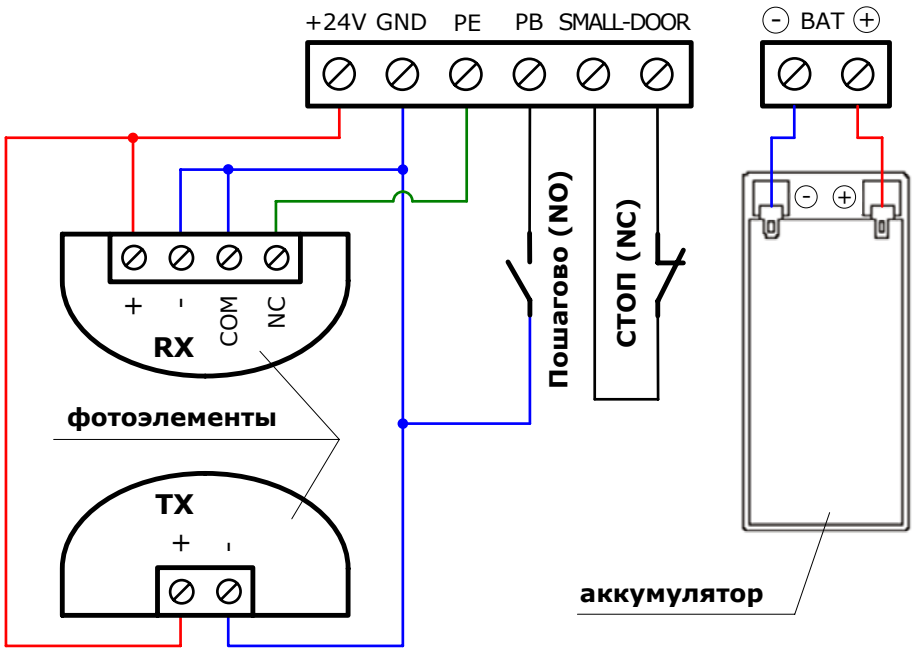

Рис. 4. Электрические подключения
- Подключите с помощью отвертки электрические проводники к клеммам блока управления привода (Рис. 4), в соответствии с указаниями пунктов 5.1 … 5.4.